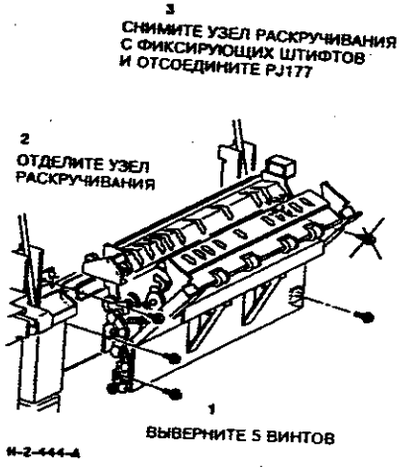

**Рисунок 1. Снятие узла раскручивания**
4. (Рисунок 1) Снимите узел раскручивания.